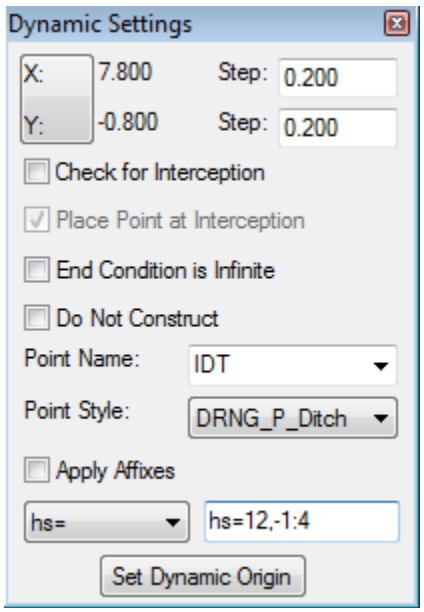
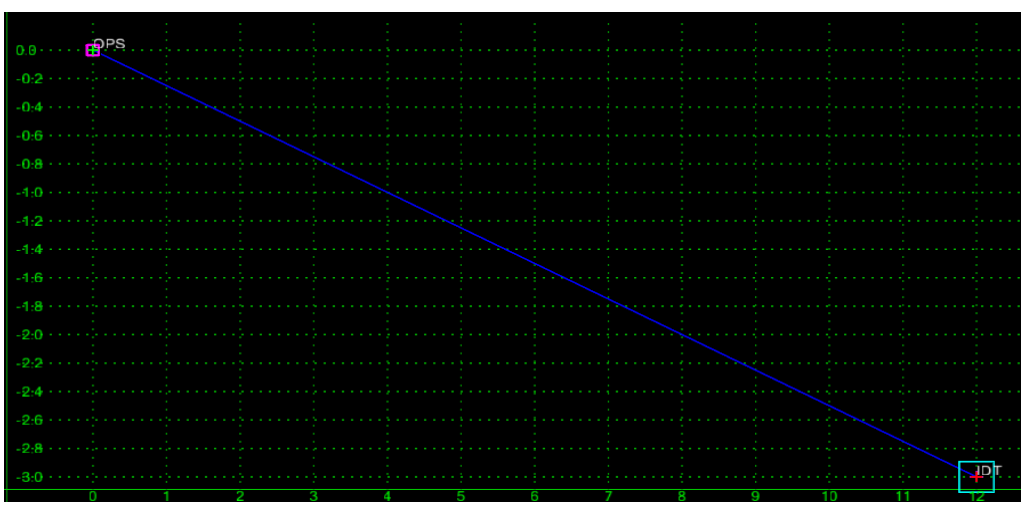

Figure L7-62 Dynamic Settings
Figure L7-63 Create Template Grid
89.	**Create the Front Slope Point of the 1:4 Cut Ditch Component.** • In the **Dynamic Settings** dialog, uncheck the **Check for Interception** box. • Enter a **Point Name:** of ***IDT*** (Inside Ditch Bottom). • Enter a **Point Style:** of ***DRNG_P_Ditch***. • In the Precision Input Field key-in ***hs=12,-1:4***. • Ensure your entries match those shown in *Figure L7-62*. • With the cursor still in the Precision Input Field, press the **Enter** key on your keyboard. • **Fit** the view. • Ensure the front slope and the point **IDT** were drawn as shown in *Figure L7-63.* A dynamic line should be extending from **IDT**.